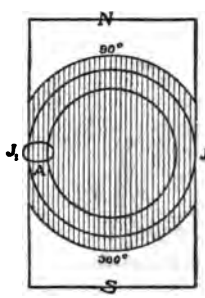

FIG. 14.
1. Der Grammesche Ring. Ein Ring möge sich in einem gleichförmigen magnetischen Felde befinden. Ein solches erhält man angenähert, wenn man auf den Polflächen eines Hufeisenmagnets zylindrisch ausgedrehte Ansätze aus weichem Eisen befestigt (siehe Fig. 14). Die Kraftlinien werden durch die geraden Linien dargestellt. Eine Drahtschleife A befinde sich bei J_1 auf einem Holzringe und werde N genähert; die Anzahl der A durchsetzenden Kraftlinien nimmt ab; es wird also in A ein Strom induziert, der, so lange die Bewegung dauert, in demselben Sinne zirkuliert. Verschiebt man den Draht über N hinaus, so nimmt die Zahl der durch seine Fläche gehenden Kraftlinien zu; trotzdem hat der in A induzierte Strom während der Bewegung von 90° bis 180° dieselbe Richtung wie oben. Der Beweis für die Richtigkeit dieser Behauptung kann folgendermaßen geführt werden. Nach dem Gesetze von Lenz muß der induzierte Strom eine solche Richtung haben, daß infolge der Wechselwirkung zwischen Strom und Magnetpol — zunächst kommt hauptsächlich N in Betracht — die Bewegung gehemmt wird. Ferner haben